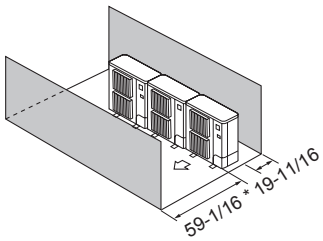

Fig. 3-14
④ Obstacles uniquement à l’avant et à l’arrière (Fig. 3-14)